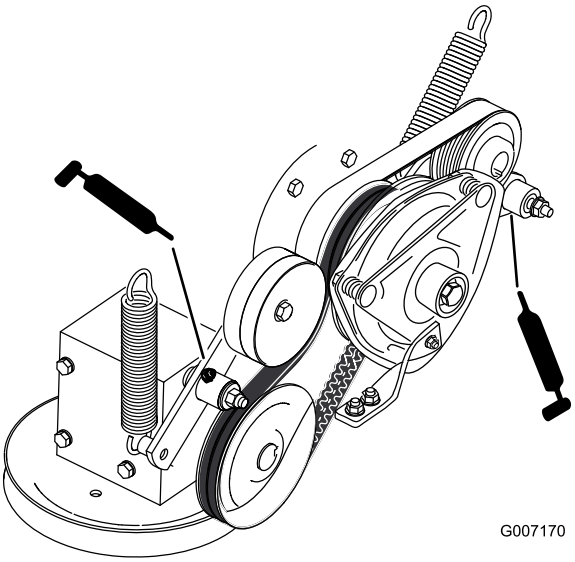

Figur 36
7. Smør lederullarmen for drivremmen (Figur 36).
8. Smør lederullarmen på pumperemmen (Figur 36).